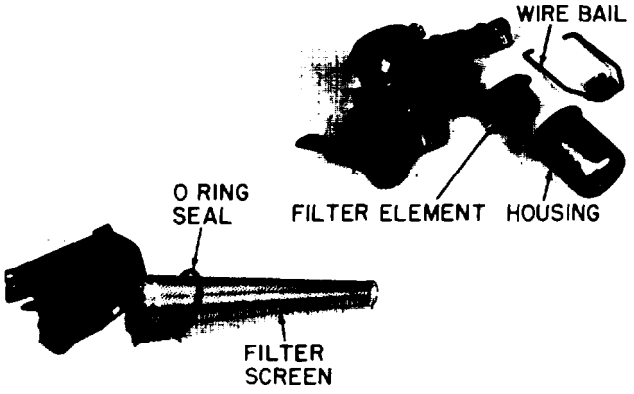

Figure 4-21. Fuel Filler Cap and Filter Screen
a. Refer to figure 4-21 and remove filler cap and filter screen with o-ring seal. Check condition of filter screen and clean as required.
e. Unhook the wire bail from underneath the filter element housing and separate housing from filter cover as shown in figure 4-21.